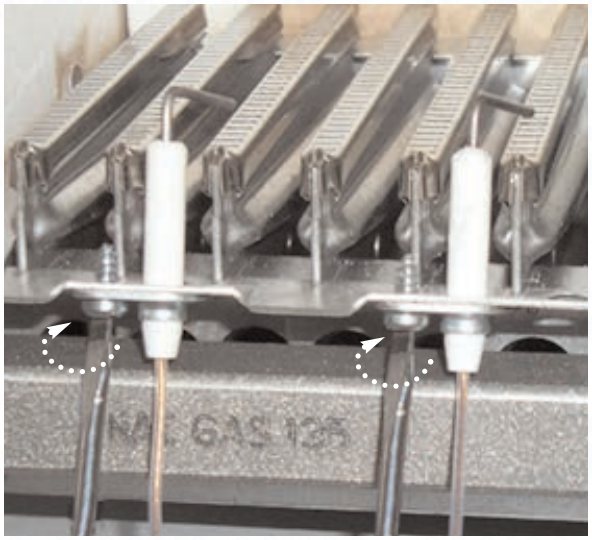

Fig. 49
2. Unscrew the self tapping screws *(see Fig. 49)*;